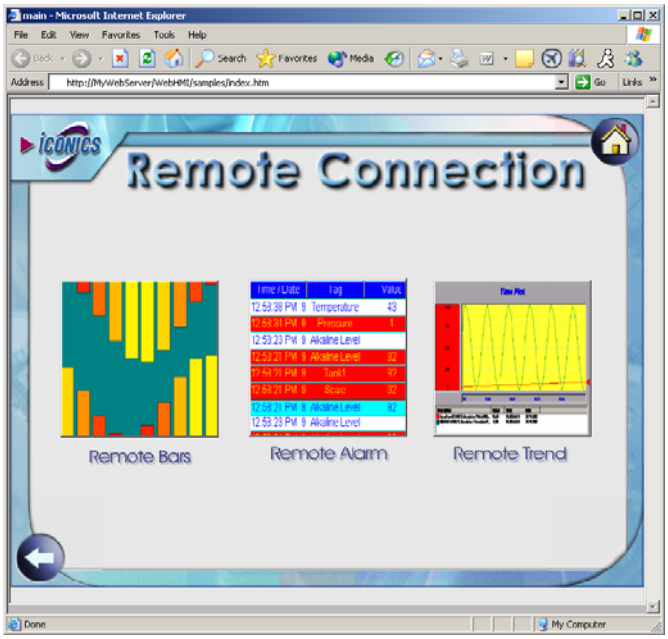

Figure L4.7: Remote Connection Sample Page
15. Click the **Remote Connection** button to open the page shown in **Figure L4.7.** This will allow us to test the OPC connection to the Web server by viewing OPC data located on the server (all data seen in the previous displays were simulated locally).